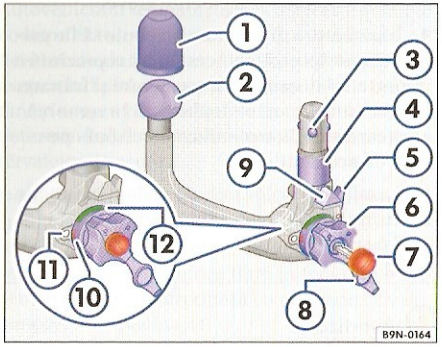
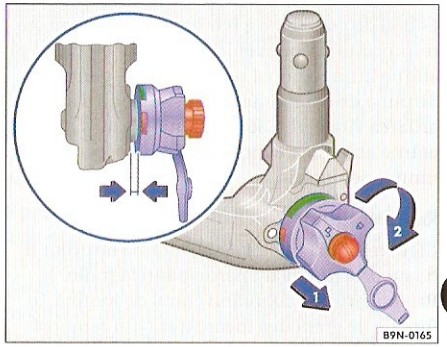

Fig. 3 Imagine generală: Cupla sferică demontabilă.
Fig. 4 Pretensionarea cuplei sferice.
Legenda ⇒ fig. 3
- Îndepărtați capacul ⑧ de pe încuietoarea rozetei și introduceți cheia ⑦ în încuietoare.
- Cu mâna dreaptă trageți rozeta în sensul indicat de săgeată ⇒ fig. 4 ①, mențineți-o în această poziție și rotiți-o în sensul acelor de ceas în față, până la limită ②. Cupla sferică este acum tensionată. Marcajul roșu ⇒ fig. 3 ⑩ trebuie să fie îndreptat spre marcajul alb ⑪ de pe cupla sferică. Rotița se distinge clar de cupla sferică. S-a creat un spațiu de cca. 4 mm ⇒ fig. 4 (prin lupă).
- Verificați dacă toate bilele de blocare ⇒ fig. 3 ③ intră complet în manșonul ④ al cuplei sferice.
- Apăsați cu putere în sus, până când cupla se fixează. Atenție ca cele două elemente de centrare ⇒ pagina 18, fig. 3" ⑨ să intre în orificiile din autovehicul.
- Rotiți cheia ⑦ din rozetă contrar acelor de ceas și scoateți cheia.
- Introduceți capacul ⑧ pe încuietoare și așezați cheia în trusa de scule.